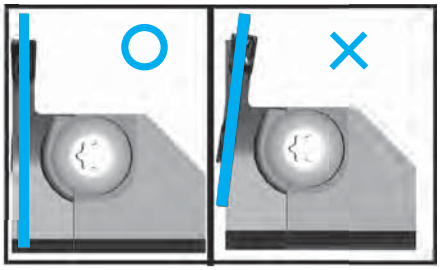

図 3
2. チップをホルダに挿入し、ホルダのチップ後端拘束面に軽く押し当ててください（図 2、図 3 参照）。
4. チップとホルダのチップ後端拘束面に隙間が無い点と、傾いて取付いていない点を確認後、使用してください(図 2、図 3 参照)。